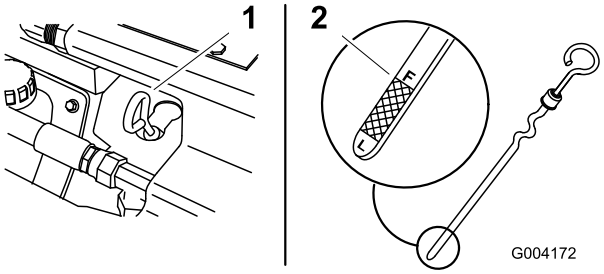

**Figuur 15**
4. Maak de omgeving van de oliepeilstok schoon (Figuur 15).
5. Trek de peilstok uit en veeg het metalen deel met een doek schoon (Figuur 15).
6. Schuif de peilstok helemaal in de buis (Figuur 15).